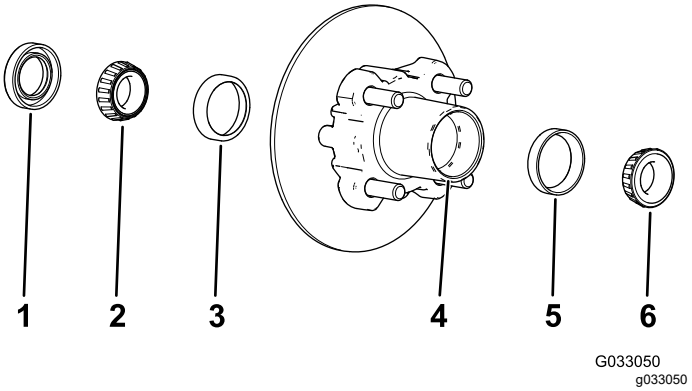

Figura 36
1. Retire o rolamento exterior e a correia do rolamento do cubo (Figura 36).
2. Retire o rolamento interior do cubo (Figura 36).
5. Limpe a cavidade do cubo de lubrificante, sujidade e detritos (Figura 36).
7. Encha a cavidade do cubo 50 a 80% com o lubrificante especificado (Figura 36).
8. Monte o rolamento interior na correia no lado interior do cubo e coloque o vedante (Figura 36).